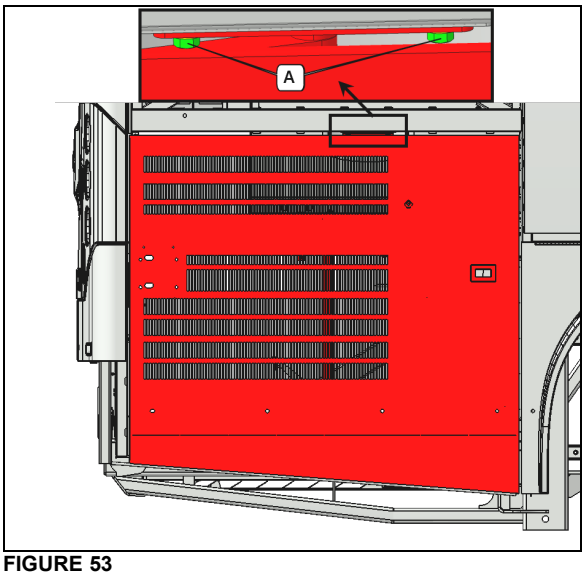

**FIGURE 53**
2. Make sure bolts A are tight (**FIGURE 53**).